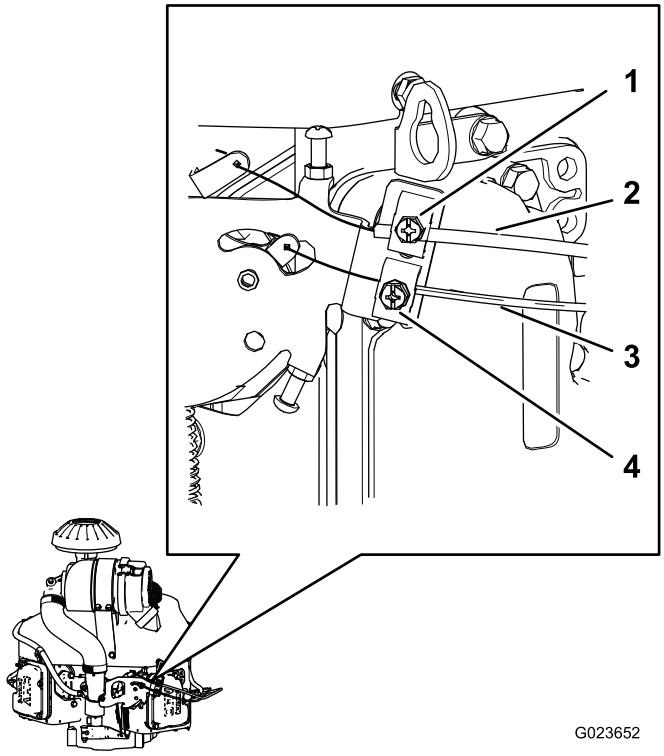

Figur 65
2. Løsne klemskruen som fester gasskabelhuset til motoren (Figur 65).
4. Dra opp kabelhuset til gasskabelen (Figur 65) til gasskabelen nesten ikke har slakk, og stram klemskruen.
2. Løsne klemskruen som fester chokekabelhuset til motoren (Figur 65).
5. Dra opp kabelhuset til chokekabelen (Figur 65) til chokekabelen nesten ikke har slakk og stram klemskruen.